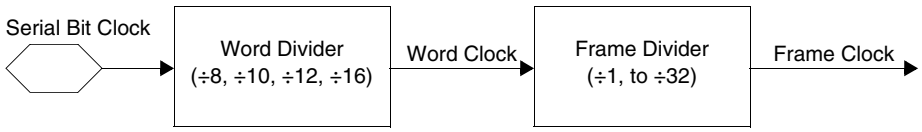
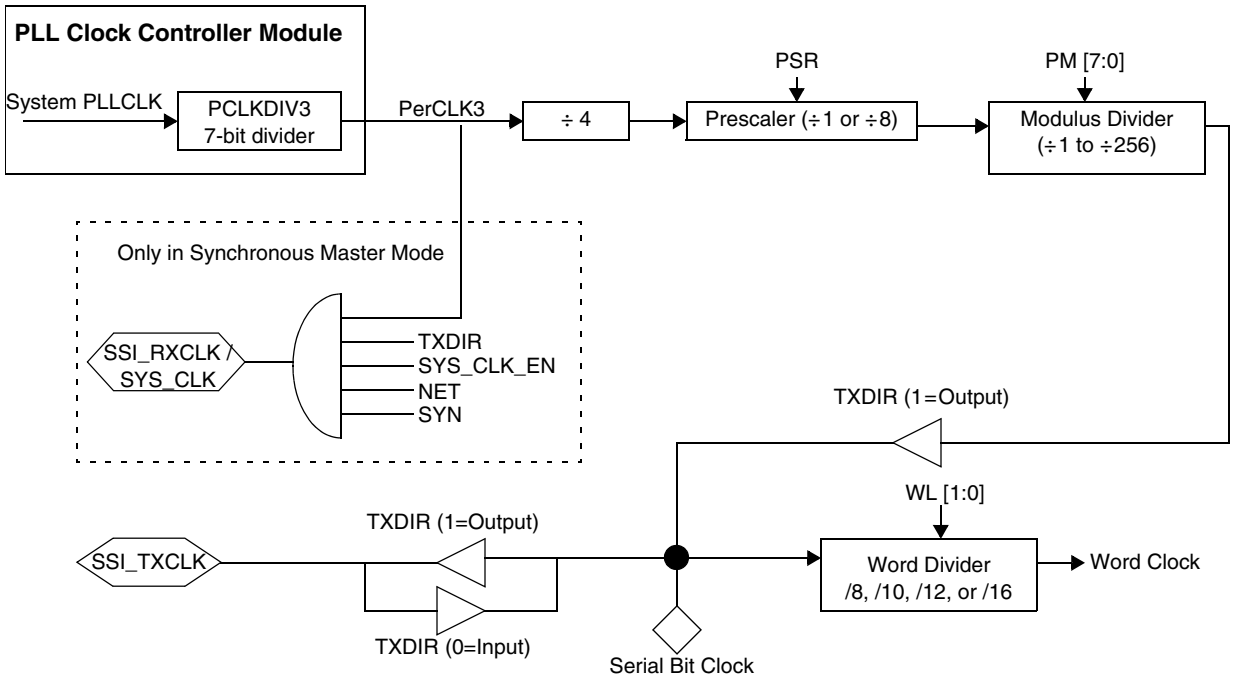

Figure 30-4. SSI Clocking
Figure 30-5. SSI Transmit Clock Generator Block Diagram
In master mode and synchronous mode, the unused SSI_RXCLK pin outputs the serial system clock (SYS_CLK) enabled by the SYS_CLK_EN bit in the SSI Control/Status Register (SCSR). The SYS_CLK (PerCLK3) is the input clock into the SSI module. The SSI Clock Generator uses the word length (WL), prescaler range (PSR), prescaler modulus select (PM), and frame rate divider control (DC) to generate the other clocks from SYS_CLK (PerCLK3). The relationship between the clocks and the dividers is shown in Figure 30-4. A serial bit clock may be received from a SSI clock pin or can be generated internally from the PerCLK3 clock by a series of dividers, as shown in Figure 30-5.
Figure 30-5 on page 30-6 shows a block diagram of the clock generator for the transmit section. Whether the serial bit clock is generated internally or derived from an external source depends on the transmit direction bit in the SSI Transmit Configuration Register (STCR/STCR2). The receive section contains a similar clock generator circuit. However, for the receiver, because SSI_RXCLK is used for the receive clock, SYS_CLK (PerCLK3) is not made available on any output pins.